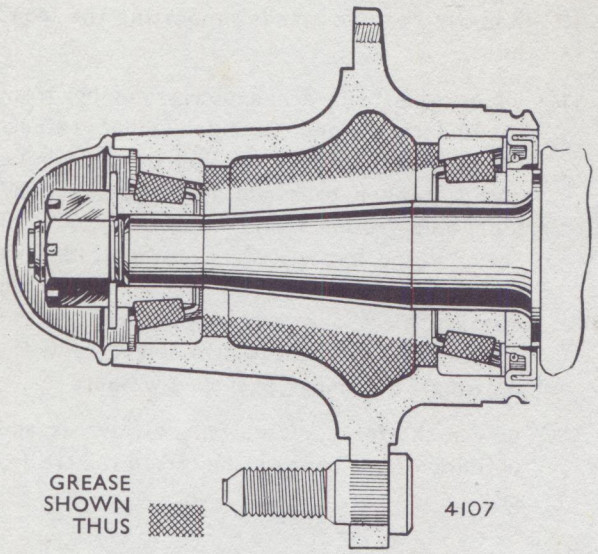

Fig. 6. *Front hub correctly packed with grease*
1. Press the outer races (5 and 8) into the hub (6) in both cases the larger internal diameter must be outwards from the respective ends of the hub (6).
2. Pack the hub (6) and roller assemblies (4 and 7) with grease of the correct grade, see Section "P". The amount required is one and a half capfuls distributed evenly within the hub shell (6) as shown in Fig. 6.
3. Position the large inner roller assembly (7) inside the hub (6) followed by the oil seal (9) so the fold of the lip is toward the bearing (7) as shown in Fig. 6.
4. When necessary press the distance piece (13) on to the stub axle (10).
5. Position the hub (6) on the stub axle (10), and position the small inner roller assembly (4) inside the hub (6).
6. Fit the large plain washer (3) the castellated nut (2) and adjust the bearings, see under "FRONT HUB ADJUSTMENT".
7. Lock the castellated nut (2) with a new split pin and fit the hub dust cap. DO NOT PACK THE HUB DUST CAP WITH GREASE.